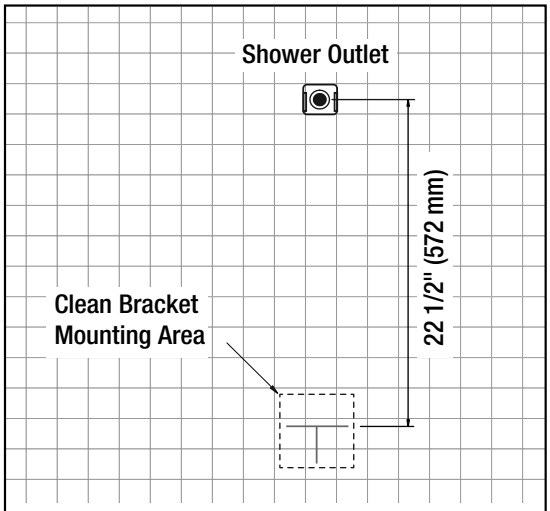

Fig.13
- Thoroughly clean a palm-sized area of the wall approximately 22.5" below the brass connector as shown in figure 13. Use a clean dry rag and ensure all debris and residue is removed from the wall surface. Use isopropyl alcohol if so required.
- Layout bottom bracket (BB) mounting location by drawing a "T" as shown in figure 13 and 13B in the bracket mounting area.